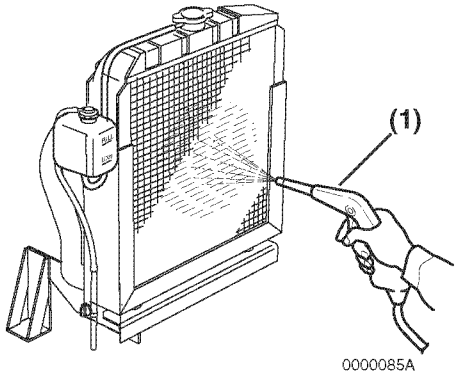

***Figure 11***
Note that a typical radiator is shown in **Figure 11** for illustrative purposes only.
- Blow off dirt and dust from fins and radiator with 28 psi (0.19 MPa, 2 kgf/cm$^2$) or less of compressed air **(Figure 11, (1))**. Be careful not to damage the fins with the compressed air.